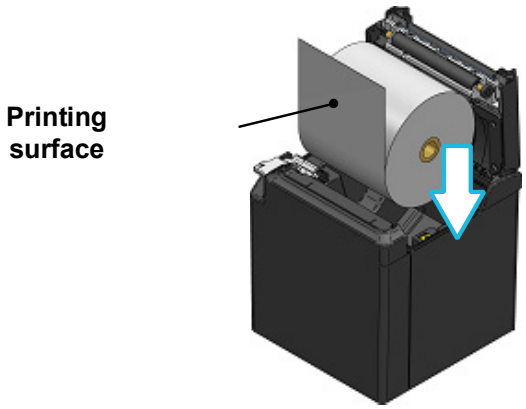
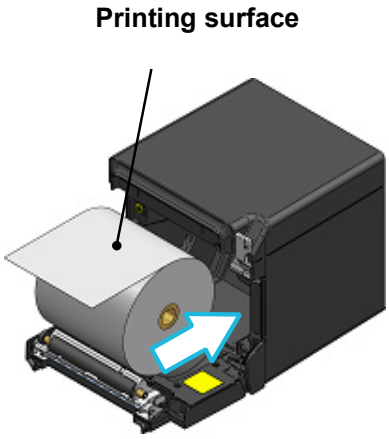

Figure 8-3 Thermal Paper Setting Direction (Top)
Figure 8-4 Thermal Paper Setting Direction (Front)
(2) Take the glued end from the thermal paper.
(3) Load the thermal paper into the paper holder. At the time, load the thermal paper direction as shown in Figure 8-3 and Figure 8-4.